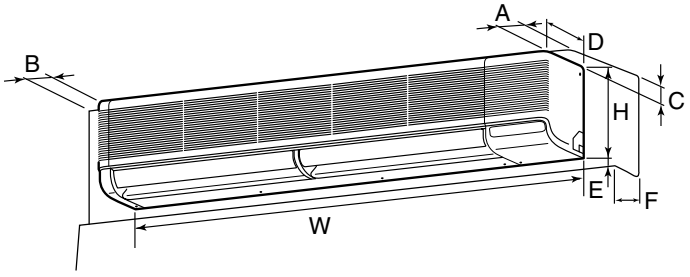

Fig. 2-1
①	Wandbefestigungsklammer		1	Auf der Rückseite der Anlage anbringen
②	Blechschraube 4 × 35		12	Im Inneren der Anlage angebracht
③	Isolationsmaterial		2
④	Band		4 (groß) + 3 (klein)
⑤	Filzband		3
⑥	Ablassmuffe		1
⑦	Drahtlose Fernbedienung		1
⑧	Fernbedienungshalter		1
⑨	Alkalibatterien		2
⑩	Konusmutter	P100	1 (ø19,05)
2.1. Außenabmessungen (Innenanlage) (Fig. 2-1)